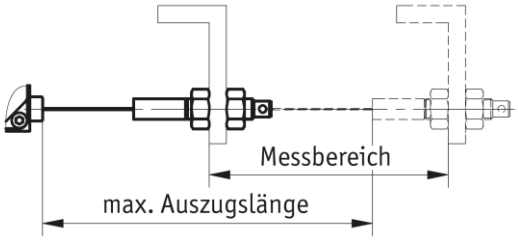

Abb.2: Prüfung der Auszugslänge
- Das Seil nicht über die angegebene maximale Auszugslänge ausziehen (siehe Abb. 2)
- Seil senkrecht zum Seilausgang führen (siehe Abb. 2).